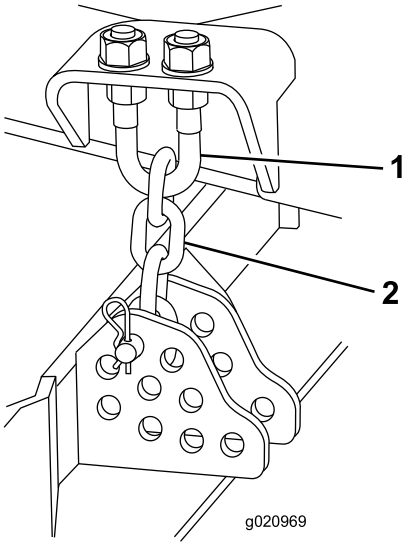

Figur 77
3. Ta bort den hårnålssprint och sprintbult som håller fast klipphöjdskedjorna på klippenhetens bakre del (Figur 77).